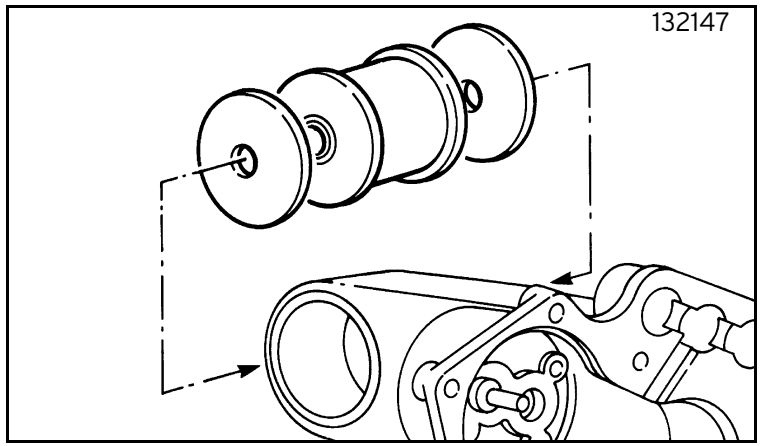

Fig. 48
- remove the silent-block and check that the plug is intact and the disks are not deformed, otherwise restore or replace damaged parts (figure 48);